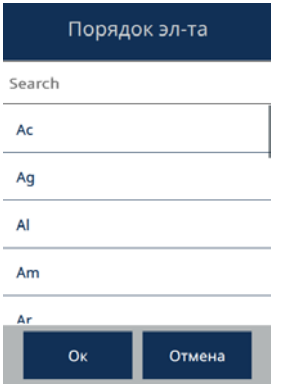

Рис. 2-87 Диалоговое окно Порядок элементов
6. Нажмите кнопку **Добавить** (+), чтобы открыть диалоговое окно **Порядок эл-та** (см. Рис. 2-87 на стр. 92).